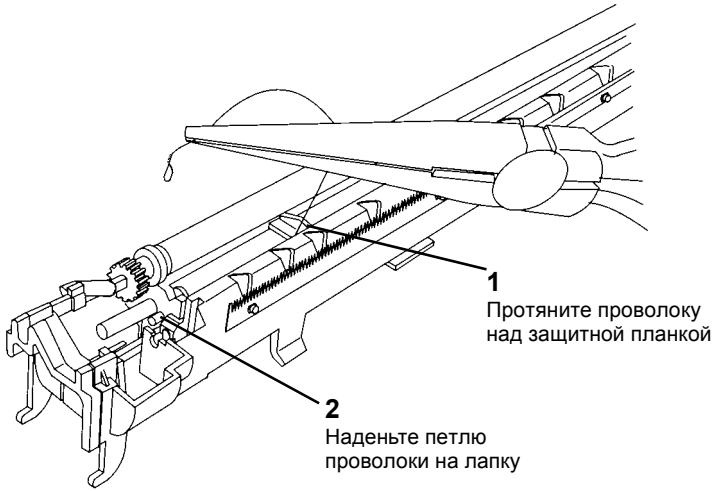

Рисунок 3 Закрепление левого конца проволоки
1. Установите проволоку коротрона (Рисунок 3).